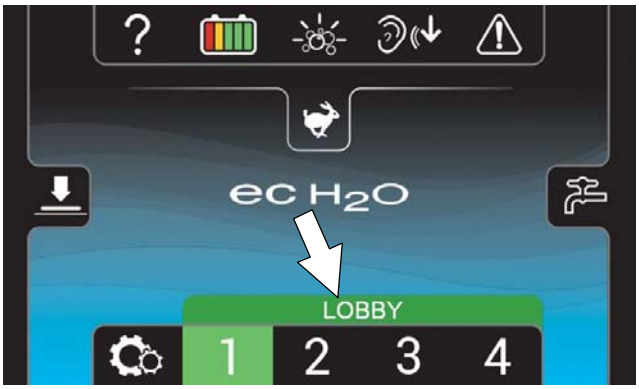

図　65
4. ゾーンボタンを押すとゾーン設定番号の上に名前が表示されます（図65）。